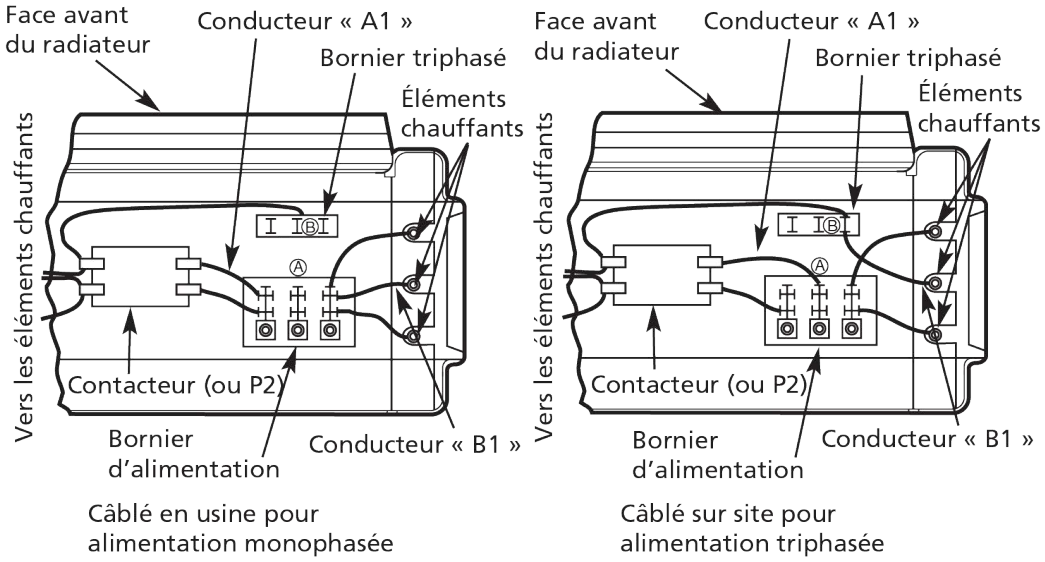
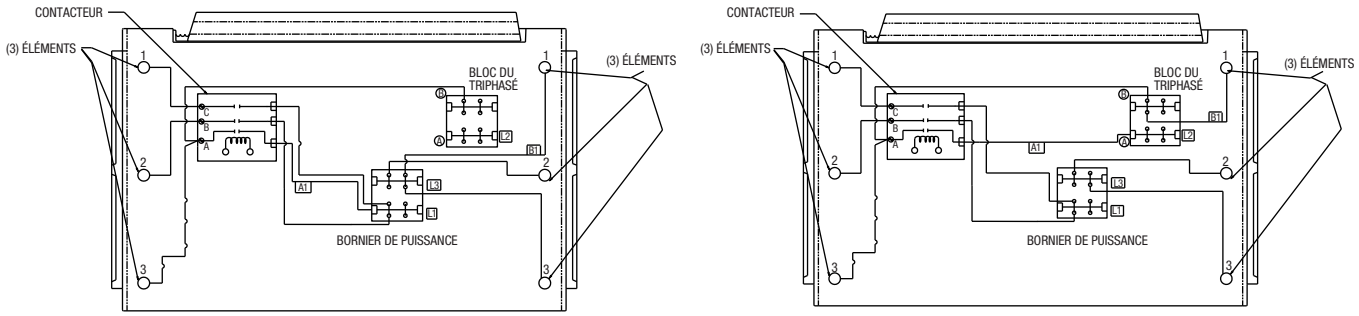

Figure 3a. Raccordements d'alimentation pour du secteur monophasé et triphasé (MUH0321, MUH0521, MUH0581)
Figure 3b. Raccordements d'alimentation pour du secteur monophasé et triphasé (MUH072, MUH078, MUH102, MUH108)
8. Des connections en secteur monophasé ou triphasé peuvent être utilisées avec les radiateurs de modèles MUH0321, MUH0521, MUH0581, MUH072, MUH078, MUH102, MUH108 et MUH158. Ces appareils sont câblés en usine pour un raccordement sur du secteur monophasé. Si ces radiateurs doivent être alimentés en secteur monophasé. Si ces radiateurs doivent être alimentés en secteur triphasé, reconnectez les fils come c'est indiqué au schéma de câblage fixé sur le radiateur. Des informations supplémentaires peuvent être trouvées en examinant les illustrations de câblage données aux Figures 3a à 3c et en suivant les instructions données cidessous.
Sur les modèles MUH0321, MUH0521, MUH0581, MUH072, MUH078, MUH102 et MUH108 (Figure 3a et 3b),ne déplacez que les deux fils marqués "A1" et "B1"; ne déplacez ou ne modifiez aucun autre câblage. Le fil d'alimentation d'éléments chauffants marqué "B1" qui est connecté en usine au bornier d'alimentation doit être déplacé à la borne "B" sur le bornier du triphasé.
Pour MUH072, MUH078, MUH102 et MUH108, le fil « A1 » doit être déplacé du bornier d'alimentation à la borne « A » du bornier triphasé (Figure 3b). Pour MUH0321, MUH0521 et MUH0581, le fil "A1" doit être déplacé vers la borne "A" (milieu) du bornier d'alimentation (Figure 3a).